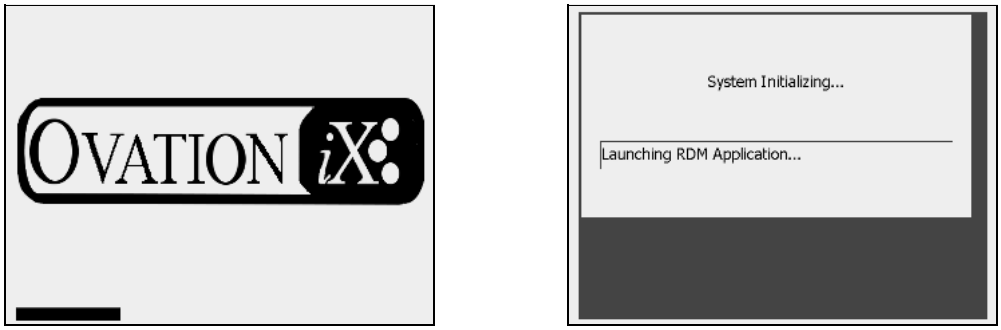

Figure 13-3 Dispenser Power On
2. At power up the screens shown in Figure 13-3 are displayed.